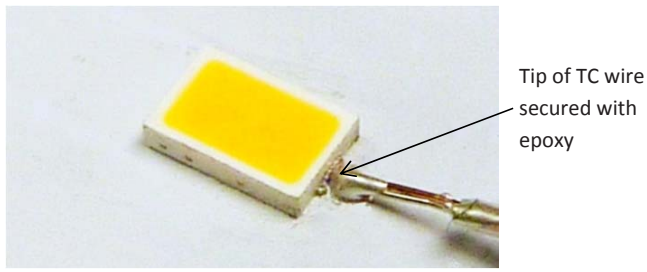

Figure 5. Photo showing actual placement of TC wire secured with thermal conductive epoxy. The thermal epoxy volume should be kept to minimum as shown.
The recommended location of the sensor pad is right next to the cathode of the LUXEON emitter on the PCB, as shown in Figure 4 and Figure 5. To ensure accurate reading, the thermocouple (TC) tip must make direct contact to the copper of the PCB onto which the LUXEON emitter cathode pad is soldered, i.e. any solder mask or other masking layer must be first removed before mounting the thermocouple onto the PCB. The tip of the TC wire where two dissimilar metals are welded should be placed as close as possible to the LUXEON emitter package on the exposed cathode copper layer as shown in Figure 4. The thermal resistance $R\theta_{j\text{-}s}$ between the sensor pad and the LUXEON emitter junction was experimentally determined on FR4 PCBs for the two different designs (see Table 1). The junction temperature can then be calculated as follows: